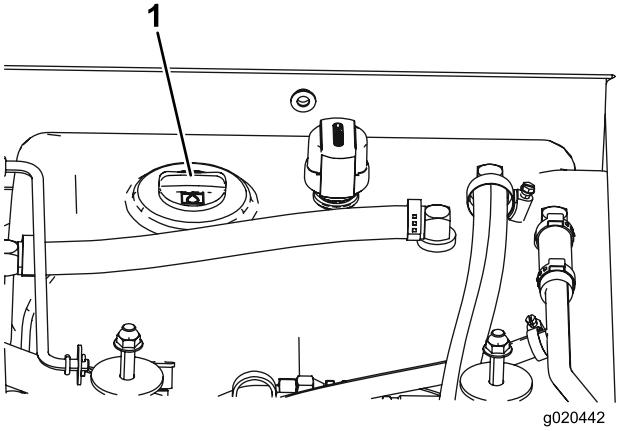

Рисунок 13
3. Очистите зону вокруг заливной горловины и крышки гидравлического бака (Рисунок 13). Снимите крышку заливной горловины.